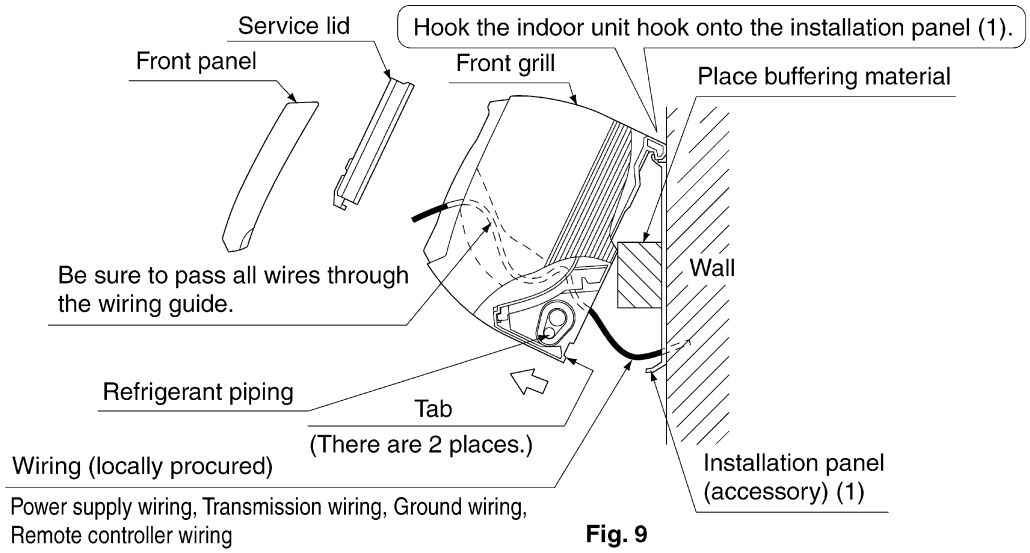

Fig. 9
(6) Hook the indoor unit onto the installation panel. (Refer to Fig. 9)
(9) Push on both bottom edges of the indoor unit using both hands and hook the tab on the back of the indoor unit onto the installation panel (1). (Refer to Fig. 9)
• At this time remove the buffering material placed in step (6).